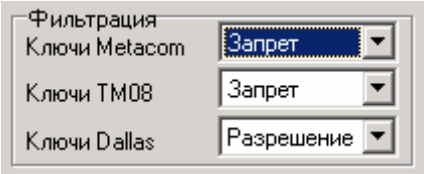

Рис.70
Внимание! Для блоков вызова с бесконтактными ключами (RD), состояние области «Фильтрация» должно быть таким, как представлено на рис. 70